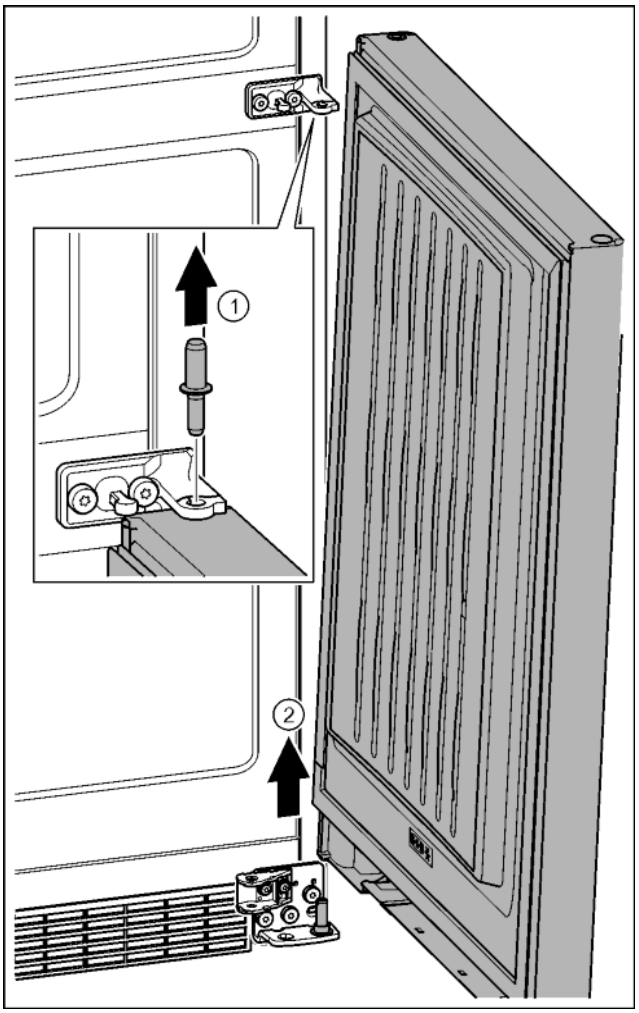

Fig. 23
- ▶ Bouten vanaf de bovenkant eruit trekken. *Fig. 23 (1)*
- ▶ Deur naar buiten draaien, naar boven trekken en aan de zijkant stellen. *Fig. 23 (2)*